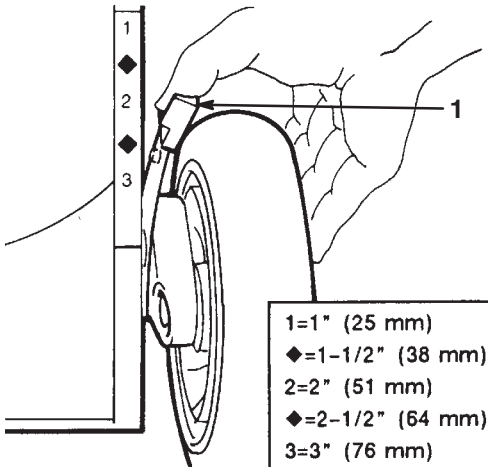

Figure 12
3. Squeeze the cutting height lever toward the wheel and move it to the desired setting (Fig. 12).